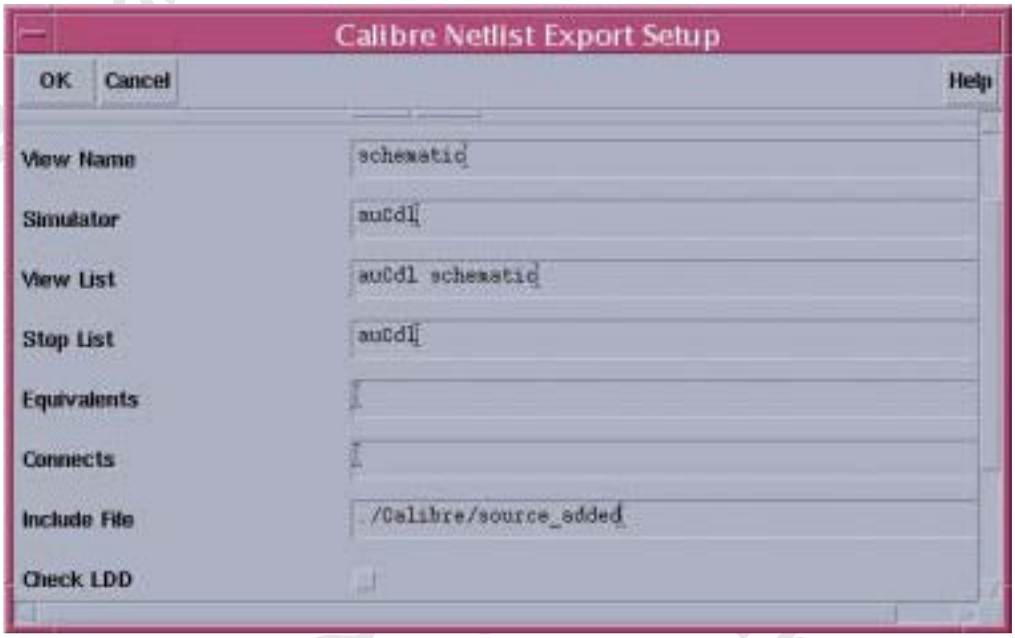

FIG. 36 Calibre netlist export setup
1. If the "source_added" file (empty sub-circuit file) is provided along with the LVS deck, you have to specify this file as an include file for netlist export by click "Calibre->Setup->Netlist Export…"(fig 36).